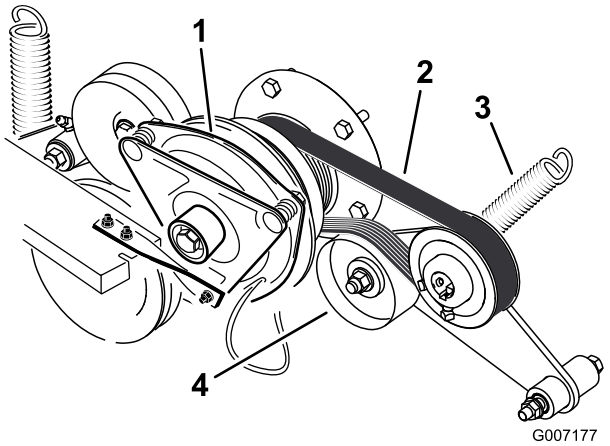

**Figur 69**
3. Tag fjederen af styrearmen (Figur 69).
4. Monter den nye rem omkring motorens og hydropumpens remskiver (Figur 69).
6. Monter fjederen på styrearmen (Figur 69).